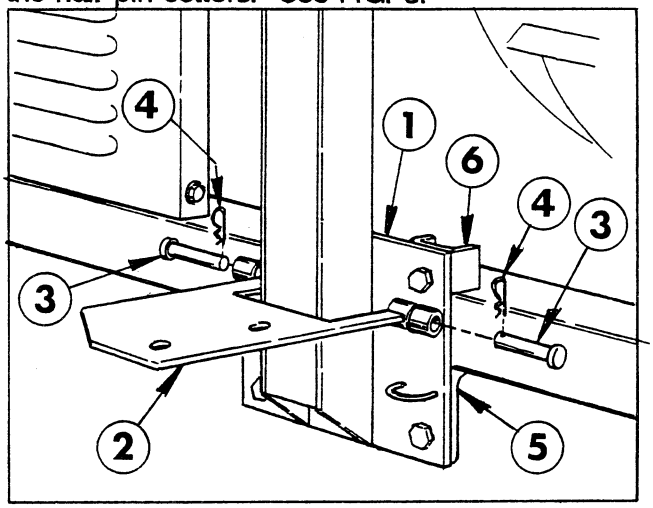

FIG. 3
8. Align the pivot tubes on the new Pump Pivot Plate with those on the ROPS Bar mounting plate. Insert the two clevis pins and secure with the hair pin cotters. See FIG. 3.